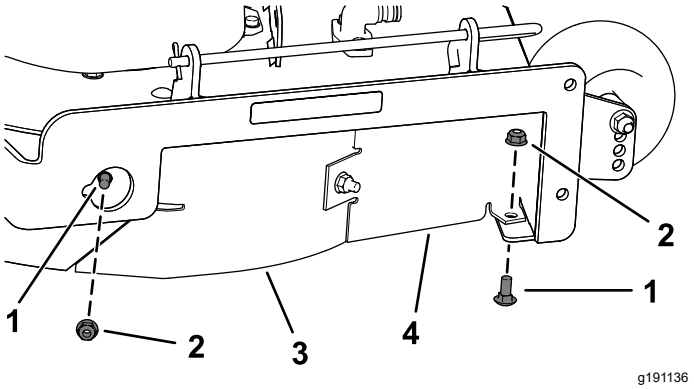

Figura 13
7. Îndepărtai cele 2 uruburi de fixare (5/16" x ¾") i cele 2 contrapiulie (5/16") care fixează deflectorul drept i protecia deflectorului pe puntea mainii de tuns iarba (Figura 13).